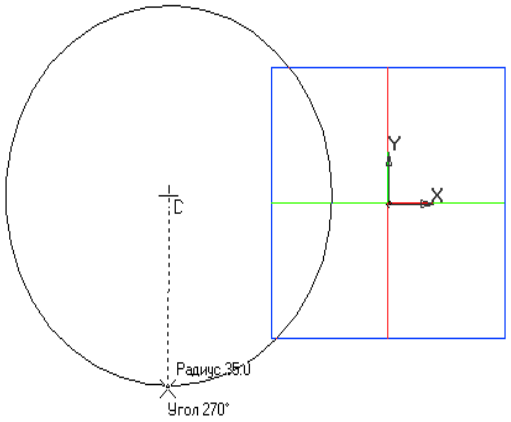

Рис. 2.18. Построение окружности по центру и точке на окружности.
2.5. Перейдите в рабочее поле и в любом месте (рис. 2.18) щелкните левой кнопкой. Точка **центра окружности** выбрана (параметр **Центр** зафиксирован, рис. 2.17 *а*). Подсказка в строке сообщений:
2.6. Переместите курсор в сторону (на рабочем поле появится вариант окружности – фантом), рис. 2.18.